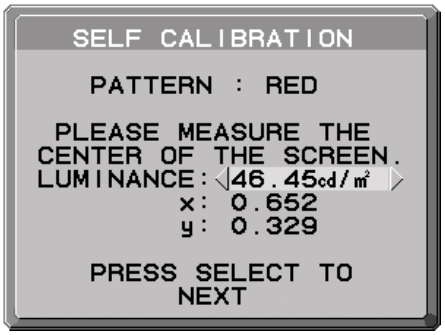

Figure S.3
4. L'écran de mesure s'affiche. Mesurez la valeur de luminosité et de trichromatique du centre de l'affichage en utilisant l'analyseur couleur externe à portée proximale. Entrez la valeur mesurée dans LUMINOSITE à l'aide des touches de contrôle, puis appuyez sur SELECT (**Figure S.3**).